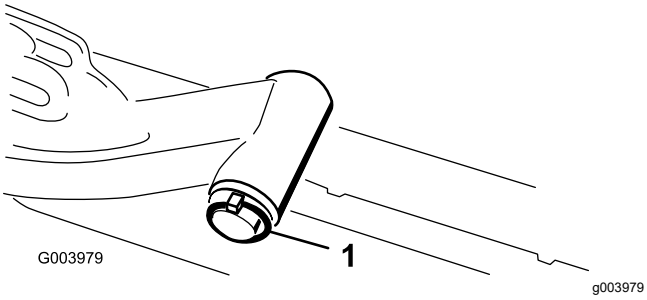

Rysunek 11
1. Wyjmij zawleczkę i zdejmij podkładkę mocujące sworzeń drążka do ramienia podnoszącego i zsuń sworzeń drążka z ramienia podnoszącego (Rysunek 11).
3. Umieść drążek ramienia podnoszącego na ramieniu i zamocuj go za pomocą podkładki i zawleczki (Rysunek 11).